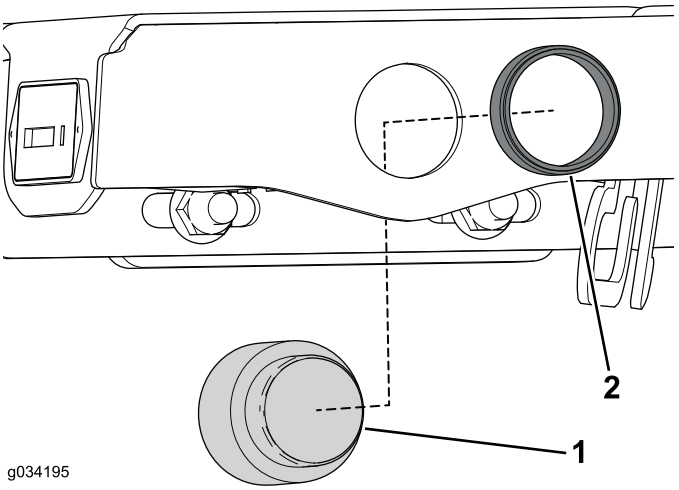

Figur 11
2. Fjern den riflete låseringen på alarmen, og fjern den fra konsollenheten (Figur 11).